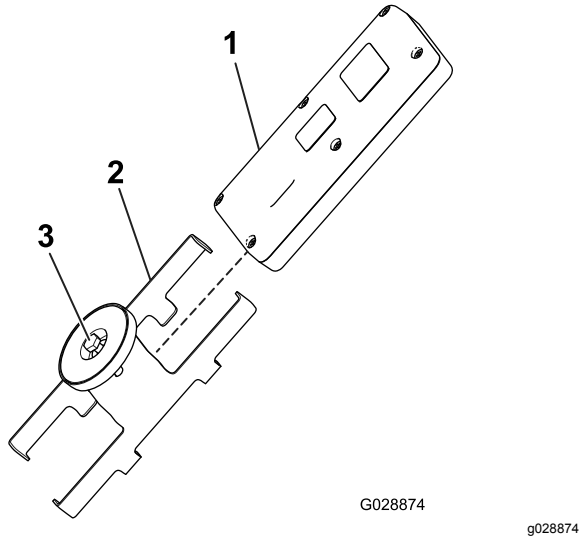

Figur 36
1. Løsn bolten i magneten på styreenhedens magnetiske beslag (Figur 36).
2. Skub beslagets sider fra hinanden, og afmonter fjernbetjeningen (Figur 36).
8. Monter den håndholdte styreenhed i styreenhedens magnetiske beslag, skub de to dele sammen, så styreenheden fastgøres, og tilspænd bolten i magneten (Figur 36).